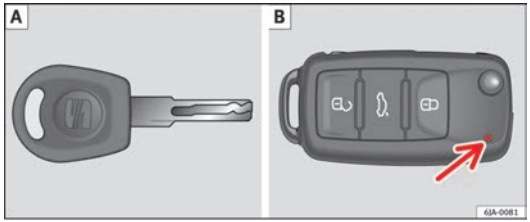
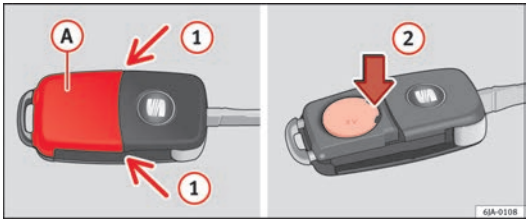

Fig. 43 Key with remote control/Key without remote control
Fig. 44 Remote control key: removing the cover/taking out the battery
Two keys are always supplied with the vehicle. Depending on the model version, your car may include keys without remote control ⇒ Fig. 43 A or with remote control ⇒ Fig. 43 B.
Each remote control key contains a battery that is fitted below the cover (A) ⇒ Fig. 44. If the battery is flat, the red control lamp ⇒ Fig. 43 B will not light up when one of the buttons is pressed. ▶
– Remove the battery cover by pressing down with your thumb or a flat screwdriver in the location of the arrows (1) ⇒ Fig. 44.
– Remove the flat battery from the key by pressing downwards in the location of the arrows (2).